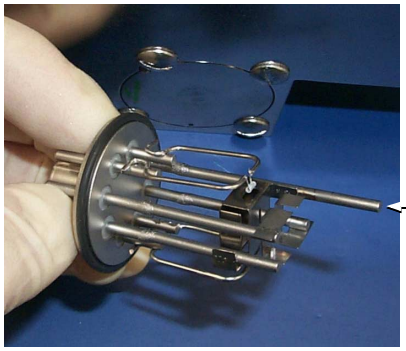
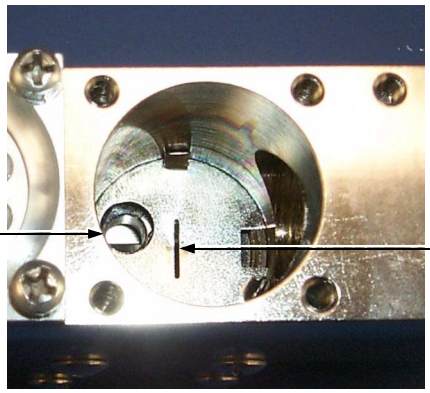

Figure 5-14 Alignment Pin
Figure 5-15 Alignment Hold and Ground Slit Plate in Ion Source Cavity
9. Examine the ion source (Figure 5-14) and cavity (Figure 5-15) for deposits and discoloration.
12. Locate the ground slit plate in the ion source cavity (Figure 5-15).